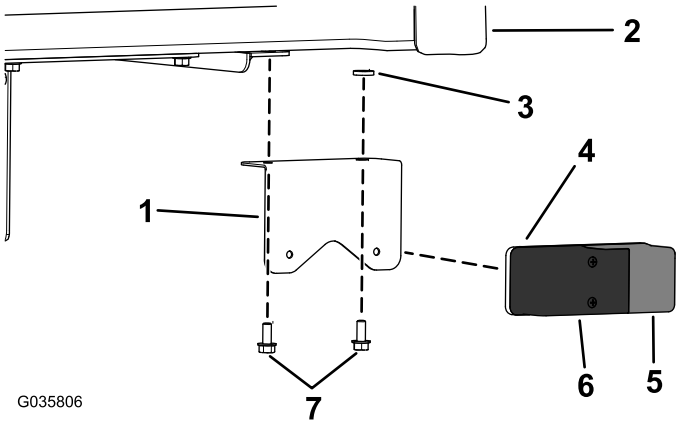

Figura 1
2. Instale a luz traseira de travão/sinalização na parte inferior da plataforma de carga e suporte da plataforma de carga utilizando o suporte, dois parafusos de cabeça sextavada (5/16 x 3/4 pol.) e dois espaçadores (5/16 pol.) como se mostra na Figura 1.
Nota: Certifique-se de que as lentes vermelhas (luz de travão) são posicionadas para o interior e as lentes âmbar (luz de sinalização) são posicionadas para fora (Figura 1).